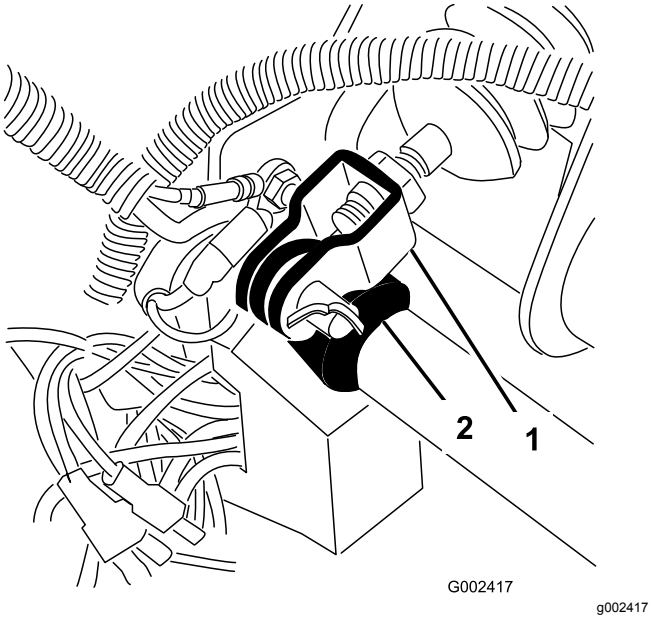

Figur 65
1. Fjern låseclipsen og gaffelbolten, som fastgør hovedcylindergaflen til bremsepedalens drejetap (Figur 65).